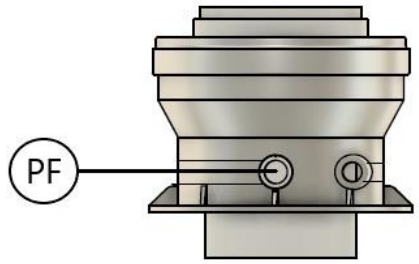

Рисунок 6.3
- *Вставьте зонд анализатора дымовых газов* ***(Рисунок 6.3)*** *в соответствующий штуцер анализа дымовых газов «PF»,*